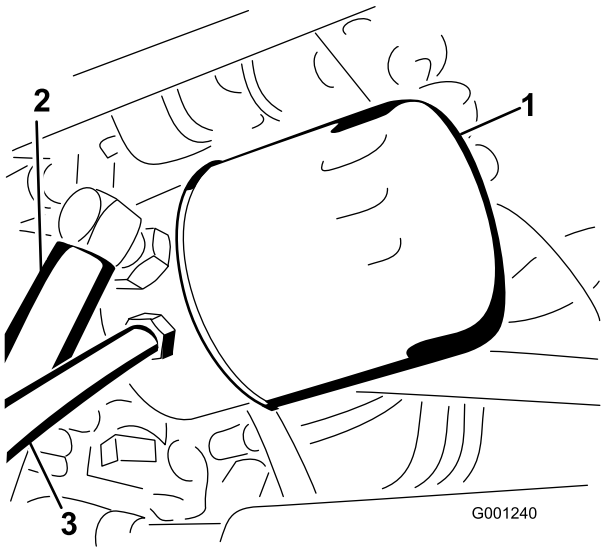

Figuur 71
4. Reinig de omgeving van het hydraulische filter en verwijder het filter (Figuur 71).